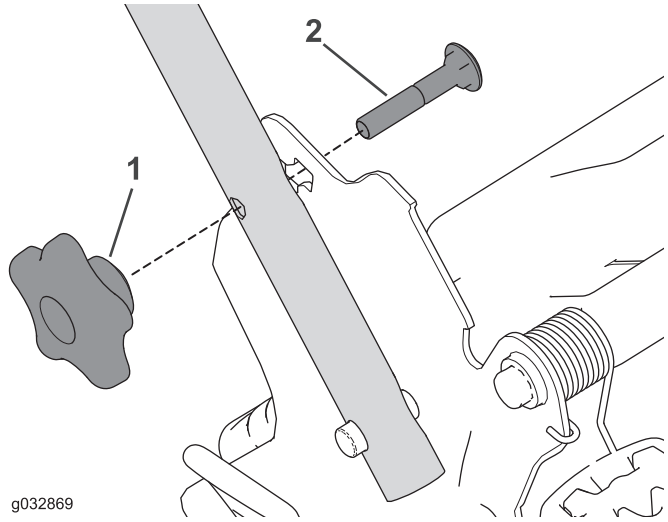

Bild 26
1. Entfernen Sie die 2 Griffhandräder sowie die 2 Schlossschrauben von den Handgriffhalterungen (Bild 26) und heben Sie sie auf.